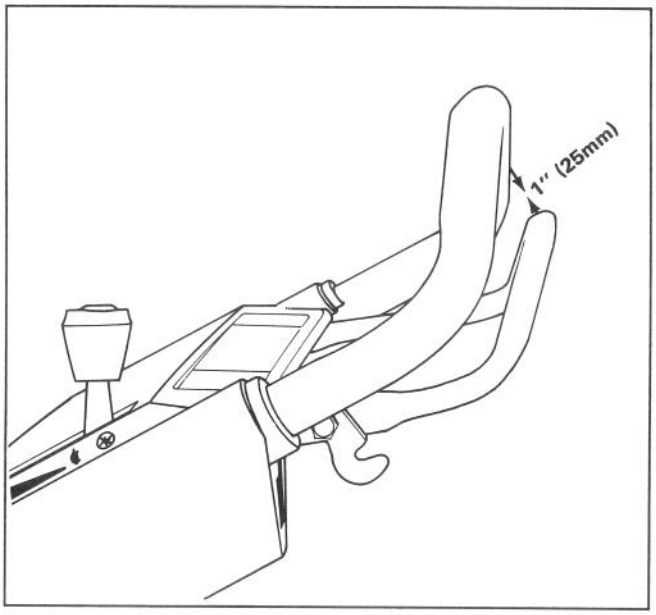

Figure 22
3. To check traction adjustment, slowly squeeze the control bar toward the handle. The traction is adjusted correctly when resistance is felt when the control bar is approximately 25 mm (1") from upper handle (Fig. 22).